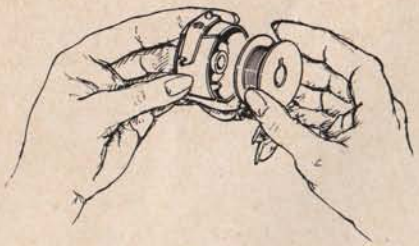
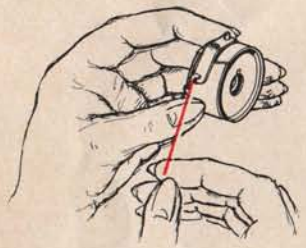
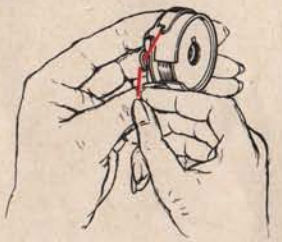

Abb. 5
Abb. 6
Abb. 7
4. Spulenkapsel-Einfädeln (Abb. 5, 6 u. 7)
Faden etwa 10 cm von der Spule abwickeln. Spulenkapsel in die linke Hand nehmen. Spule so in die Kapsel einlegen, wie Abb. 5 zeigt. Faden in den Schlitz der Spulenkapsel ziehen (Abb. 6); dann nach links so unter die Spannungsfeder führen, daß er aus der Austrittsöffnung herauskommt (Abb. 7), und hinter das Häkchen ziehen.